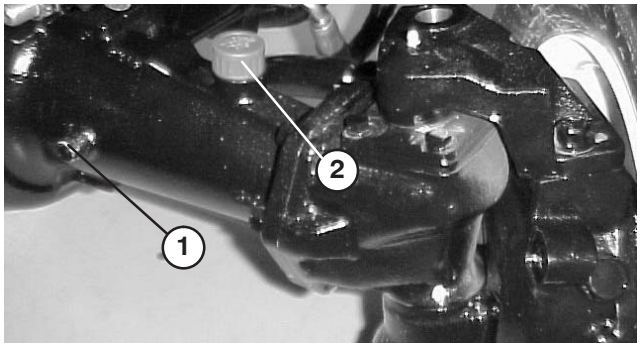

Bild 21
2. Nehmen Sie eine Prüfschraube (Bild 21) von einem Achsenende ab und vergewissern Sie sich, dass das Schmiermittel bis zur Unterkante des Lochs steht. Entfernen Sie bei niedrigem Ölstand die Füllschraube (Bild 21) und füllen Sie genug Öl ein, um den Stand bis an die Unterseite der Prüfschraubenlöcher anzuheben.